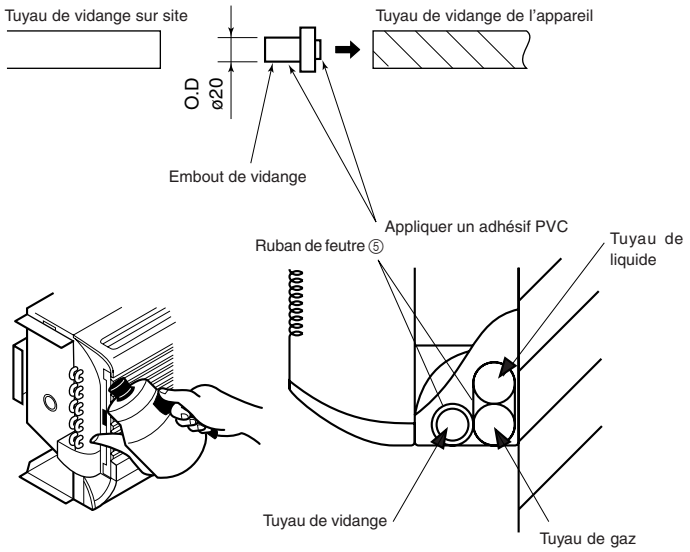

Fig. 5-1
5. Mise en place du tuyau d'écoulement (Fig. 5-1)